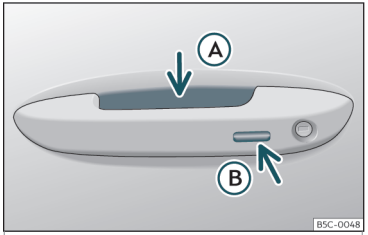

Fig. 73 Door handle: sensor surfaces
›› **Fig. 73**
- Grip one of the front door handles. When you do this, you touch the sensor surface ››› Fig. 73 Ⓐ (arrow) of the handle and the vehicle unlocks.
- Touch (*once*) the locking sensor surface ››› Fig. 73 Ⓑ (arrow) on one of the front door handles. The door that is used must be closed.
- Touch (*once*) the sensor surface››› Fig. 73 Ⓑ (arrow) on one of the front door handles. The vehicle locks with the “Safe” security system››› page 97. The door that is used must be closed.
- Touch (*twice*) the sensor surface››› Fig. 73 Ⓑ (arrow) of one of the front door handles to lock the vehicle without activating the “Safelock” security system››› page 97.
- Push the central locking button on the remote control and touch the locking sensor surface of the driver door handle >>> **Fig. 73** Ⓑ within the following 5 seconds. Do not grasp the door handle; otherwise the vehicle will not unlock. Deactivation is also possible if the vehicle is locked through the driver's door lock.
To close all the electric windows and the sunroof using the **comfort function**, keep a finger for a few seconds on the locking sensor surface >>> **Fig. 73** Ⓑ (arrow) of the door handle until the windows and roof have closed.
The sensor surfaces on the door handles could engage if hit with a water jet or high pressure steam if there is a valid vehicle key in the proximity. If at least one of the electric windows is open and the sensor surface >>> Fig. 73 Ⓑ (arrow) on one of the handles is activated continuously, all windows will close.
- **OR**: touch the sensor surface on the outside of the door handle *twice*››› **Fig. 73** (B.)